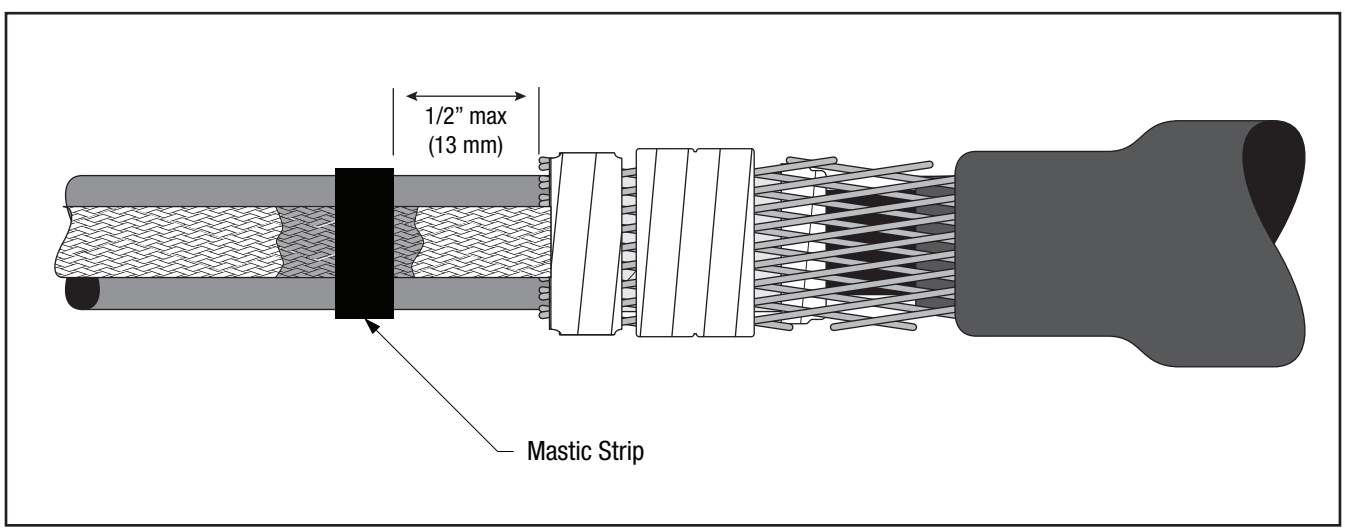

Figure 20
6.5 Place another mastic strip over the solder blocks. Press the mastic strips around the solder blocks and onto the cable jacket. If tails overlap at the solder blocks, place a piece of mastic between them (*Figure 20).*